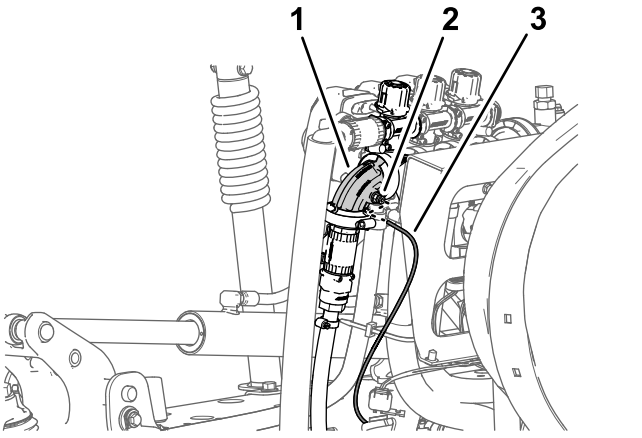

Figur 30
1. Tryk kraven til rørkoblingen ind i 90°-knærøret på højre sprøjtesektionsventil (Figur 30).
2. Træk tryksensorrøret til instrumentpanelets måler ud af rørkoblingen (Figur 30).